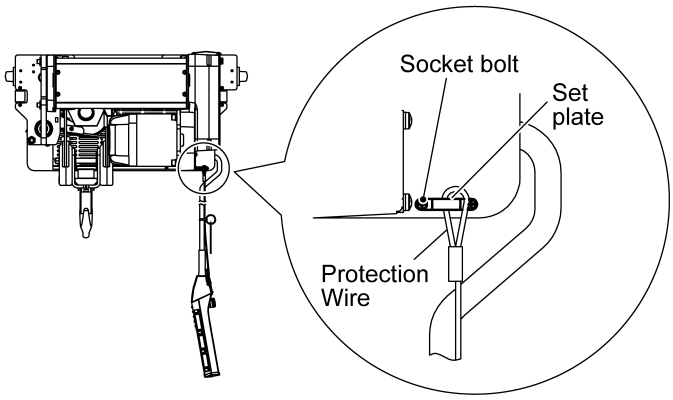

Figure 3-14 Pendant Strain Relief Attachment
8) Attach the pendant strain relief to the attachment point shown in **Figure 3-14**.